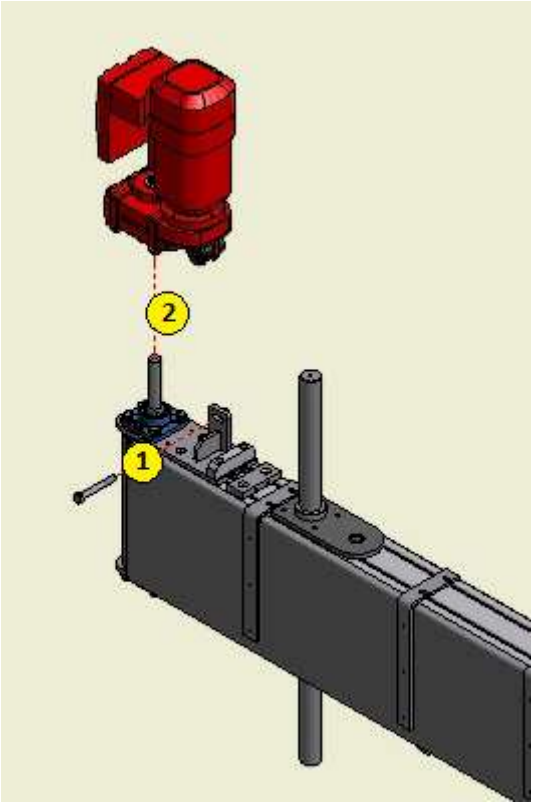

Figura 90: sostituzione di un motoriduttore.
3. scollegare il motore dalle piastre di ancoraggio sulla macchina, rimuovendo i bulloni corrispondenti (v. rif. 1 Figura 90);
4. scollegare il riduttore dall'asse di trasmissione (v. rif. 2 Figura 90);